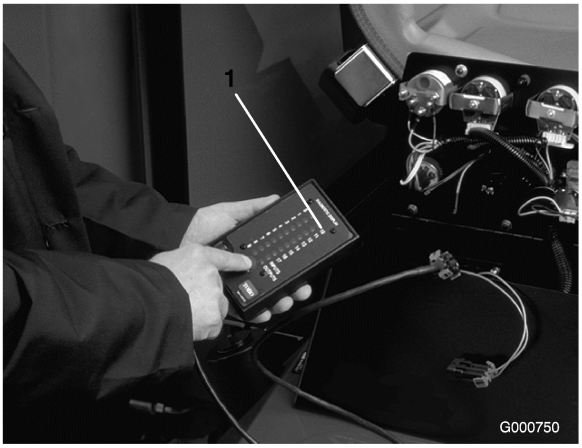

Figura 27
3. Collegate il connettore del display diagnostico ACE al connettore del cablaggio preassemblato (Figura 27). Verificate che l'adesivo di sovrapposizione posto sul display diagnostico ACE sia quello giusto.